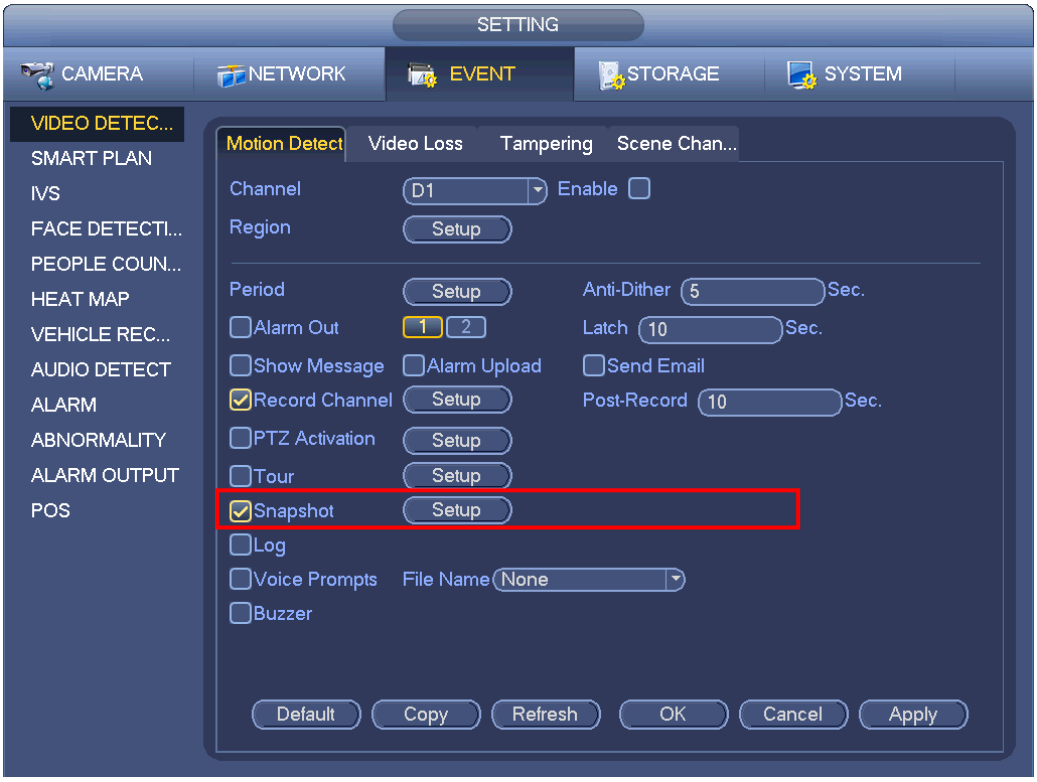

Figure 4-34
Step 7 Click Finish button, system pops up a dialogue box. Click the OK button, the startup wizard is complete. See Figure 4-34.